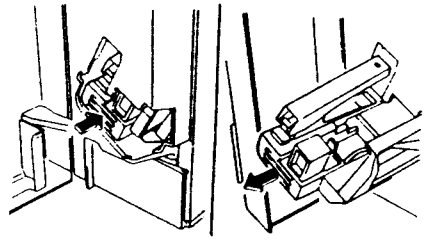

Рис. 3
3. (Рис. 3): Нажмите на степлер и уберите руку. Возьмитесь за степлер и потяните его на себя.